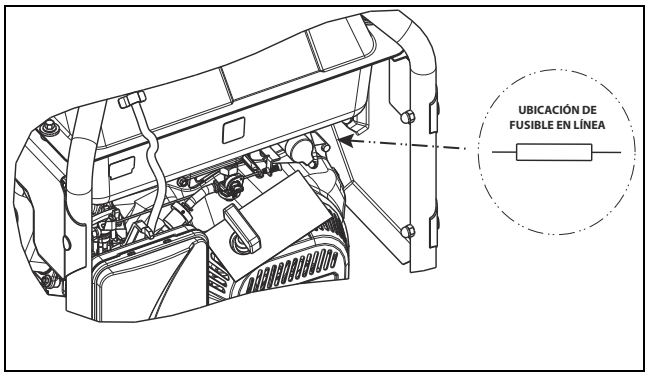

Figura 4-9. Fusible del cargador de baterías
1. El fusible del cargador de baterías está situado detrás del tablero de control como se muestra en la Figura 4-9. Está sujetado por una abrazadera revestida en caucho.